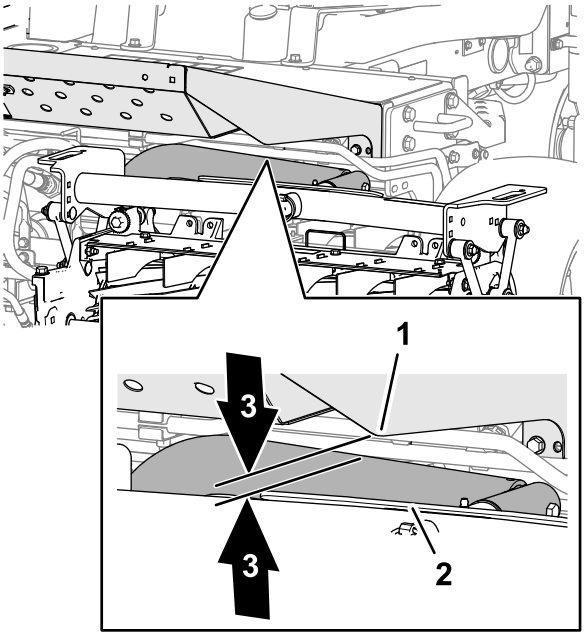

Rysunek 26
3. Na przednich zespołach tnących zmierz odległość między lewym ramieniem podnoszącym a wspornikiem płyty podłogowej oraz między prawym ramieniem podnoszącym i wspornikiem płyty podłogowej (Rysunek 26).